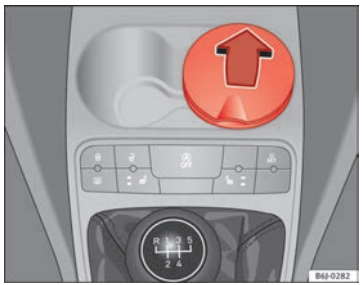

Fig. 85 Cenicero delantero
– Para abrir el cenicero, levante la tapa ⇒ fig. 85.